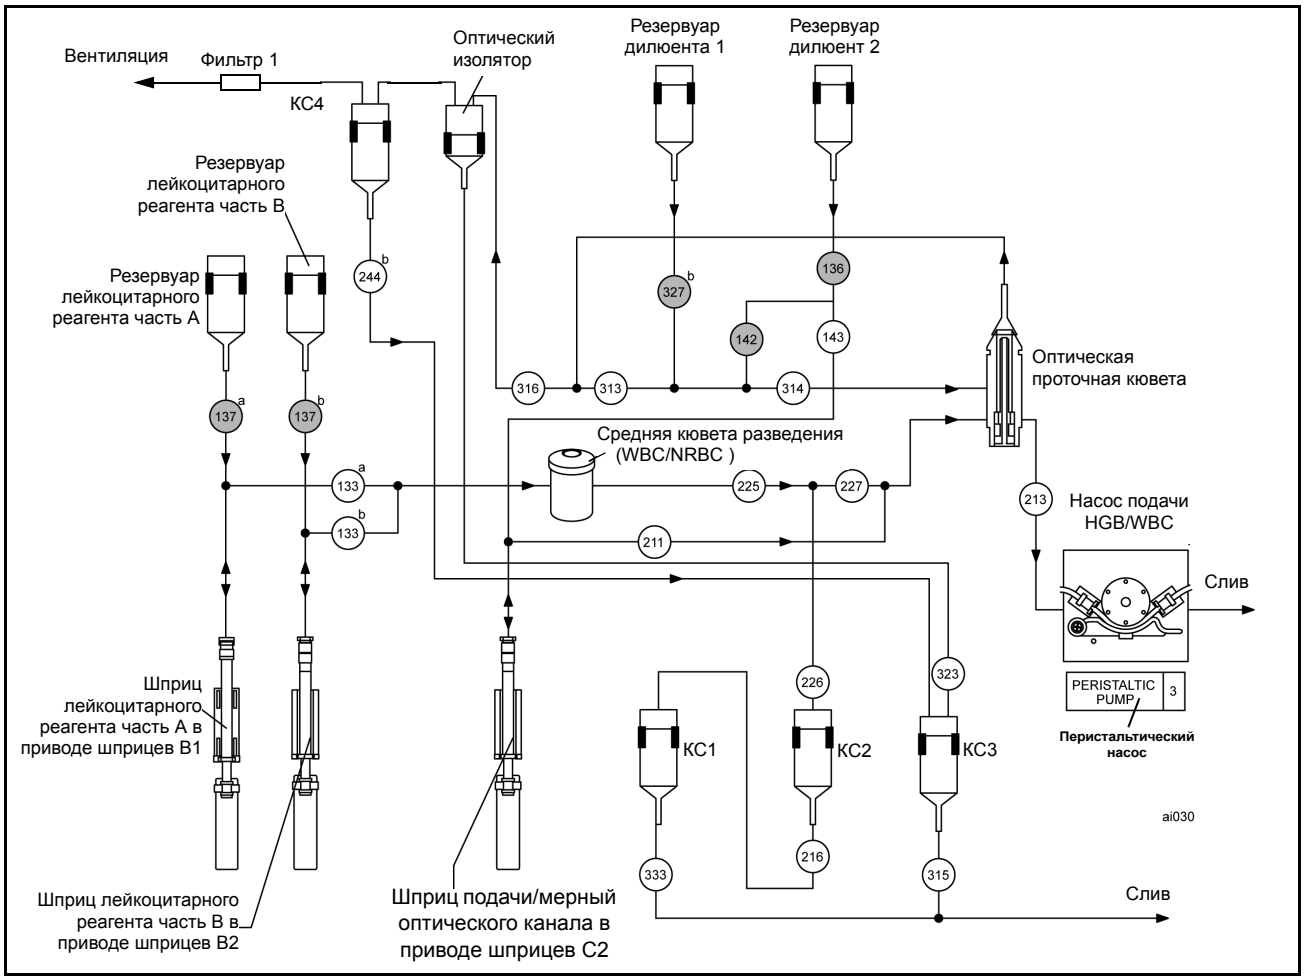

Рисунок 10.10: Проточная система лейкоцитов/ядросодержащих эритроцитов
- **Рисунок 10.10:** ***Проточная система лейкоцитов/ядросодержащих эритроцитов***